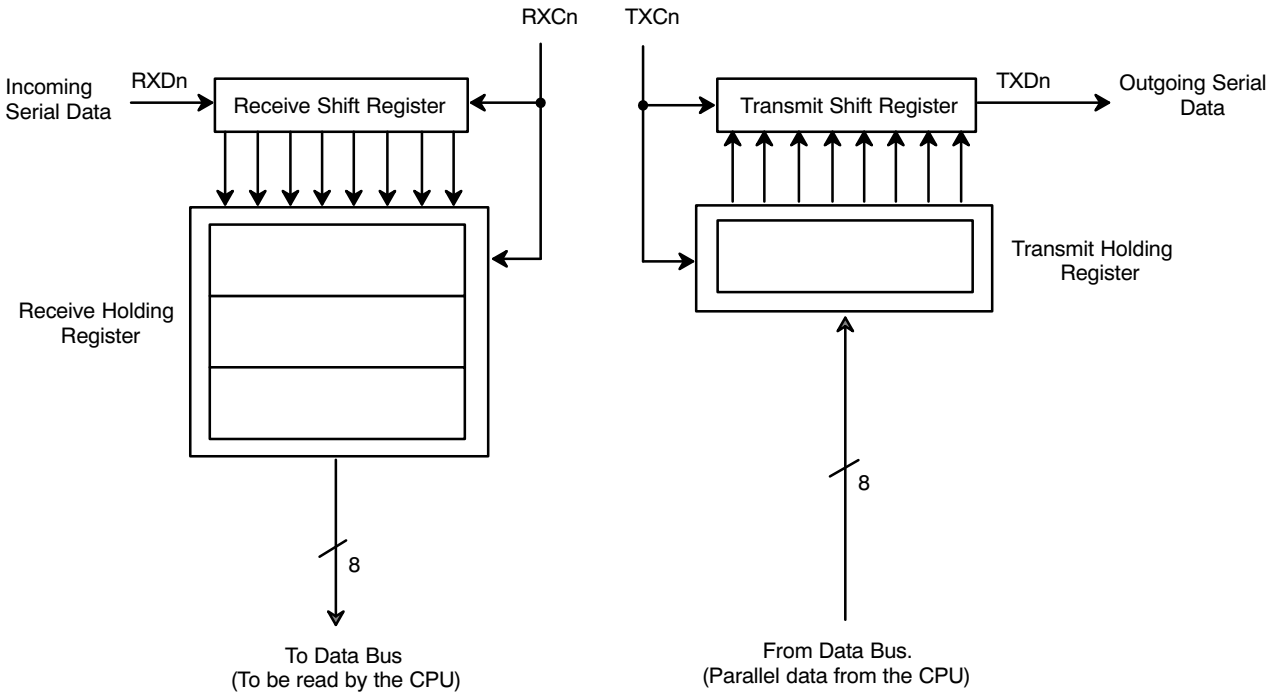

Figure 38. A Block Diagram Depicting Normal Mode Operation.
- Setting MR2n[7:6] = 00 configures the channel to operate in the Normal Mode. In this mode, the receiver and transmitter operate independently. *Figure 38* presents a diagram depicting Normal Mode Operation.